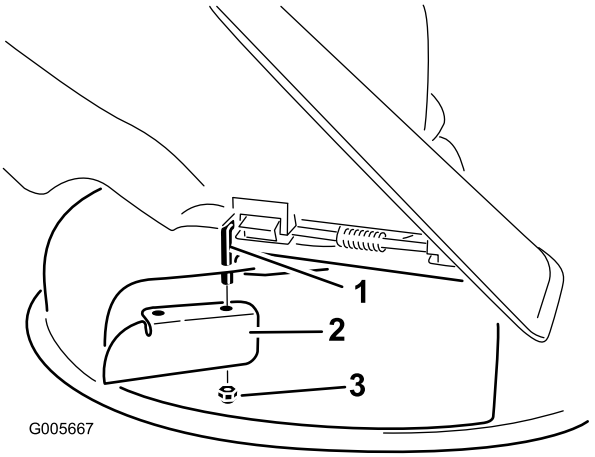

Figuur 26
6. Monteer de keerplaat op de draaistang (Figuur 26). Gebruik de aanwezige dunne moer (3/8 inch) om de plaat aan de maaier te bevestigen.
2. Verwijder de keerplaat van de machine (Figuur 26).